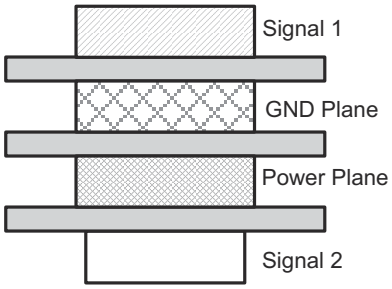

图 8-3. 示例布局
- 当使用高频率时，因此所推荐的印刷电路板至少为 4 层；两个信号层划分为接地层及电源层，如 图 8-3 所示。